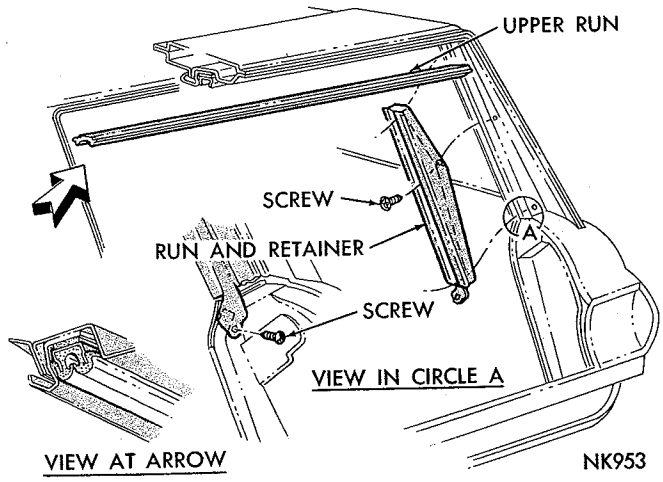

*Fig. 191—Upper and Pillar Runs*
(1) Remove upper run from run retainer (a press fit into retainer) (Fig. 191).
(2) Remove screw attaching pillar run to upper end of tail gate lower opening weatherstrip.
(3) Remove three screws attaching pillar run and retainer to pillar and remove run and retainer assembly.